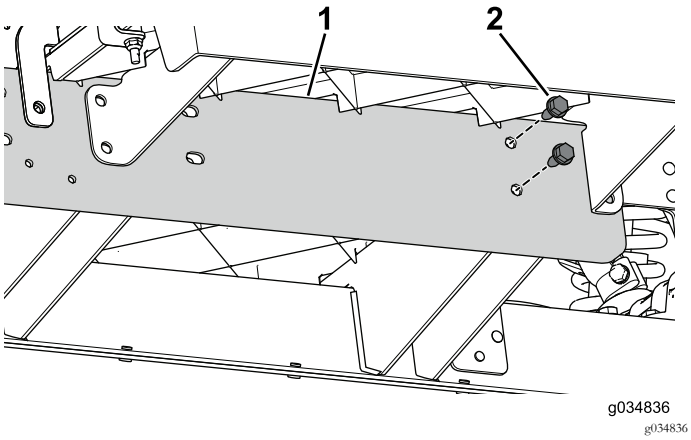

Figura 23
3. Utilizzate i 2 bulloni (5/16" x ¾") per montare, senza serrarla, la guida dell'estensione sul canale centrale sulla sezione anteriore della macchina (Figura 23).